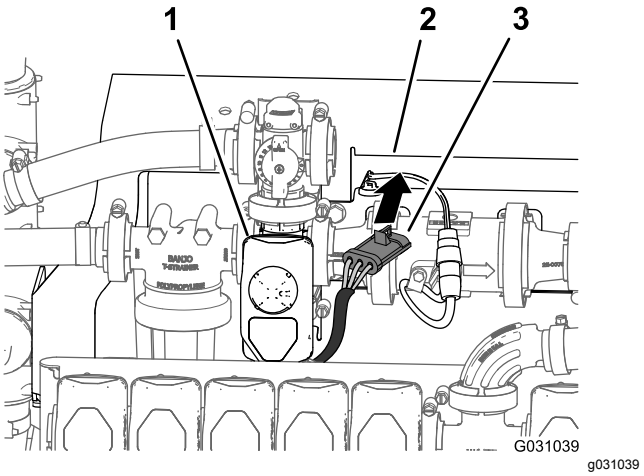

Figur 109
5. Før kontakten med tre pinner i ledningssatsen for risteventilen frem mot manifoldfestet (Figur 109).